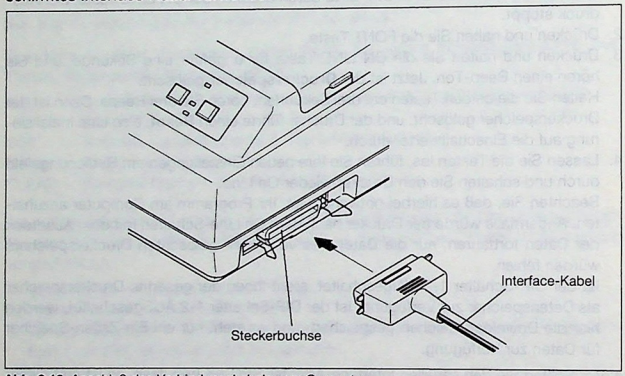

**Abb. 2.10** Anschluß des Verbindungskabels vom Computer.
2. Verbinden Sie das eine Ende des Drucker-Kabels mit der Steckerbuchse an der rechten Druckerseite, wie in Abbildung 2.10 gezeigt.